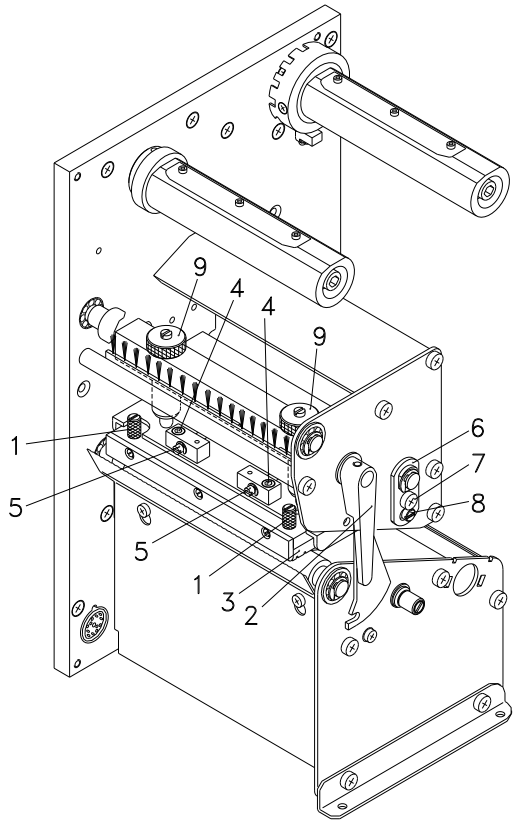

Abbildung 16
1. Schrauben (4, Abbildung 16) mit einem Innensechskantschlüssel ca. ¼ Umdrehung lösen.
2. Parallelität mit den Stellschrauben (5, Abbildung 16) einstellen.
4. Schrauben (4, Abbildung 16) wieder anziehen.
1. Schraube (7, Abbildung 16) ca. ¼ Umdrehung lösen.
2. Exzenterbolzen (8, Abbildung 16) drehen, um einen Druckausgleich zu schaffen und solange nachstellen, bis ein gleichmäßiges Druckbild vorliegt.
3. Schraube (7, Abbildung 16) wieder anziehen.
1. Andruckschrauben (9, Abbildung 16) drehen, um den Druckkopfandruck zu verändern.
2. Drehen der Andruckschrauben (9, Abbildung 16) bis an den Anschlag im Uhrzeigersinn ergibt eine Andruckerhöhung von 10N gegenüber der Werkseinstellung.
3. Drehen der Andruckschrauben (9, Abbildung 16) genau eine Umdrehung vom Rechtsanschlag gegen den Uhrzeigersinn, ergibt die Werkseinstellung.